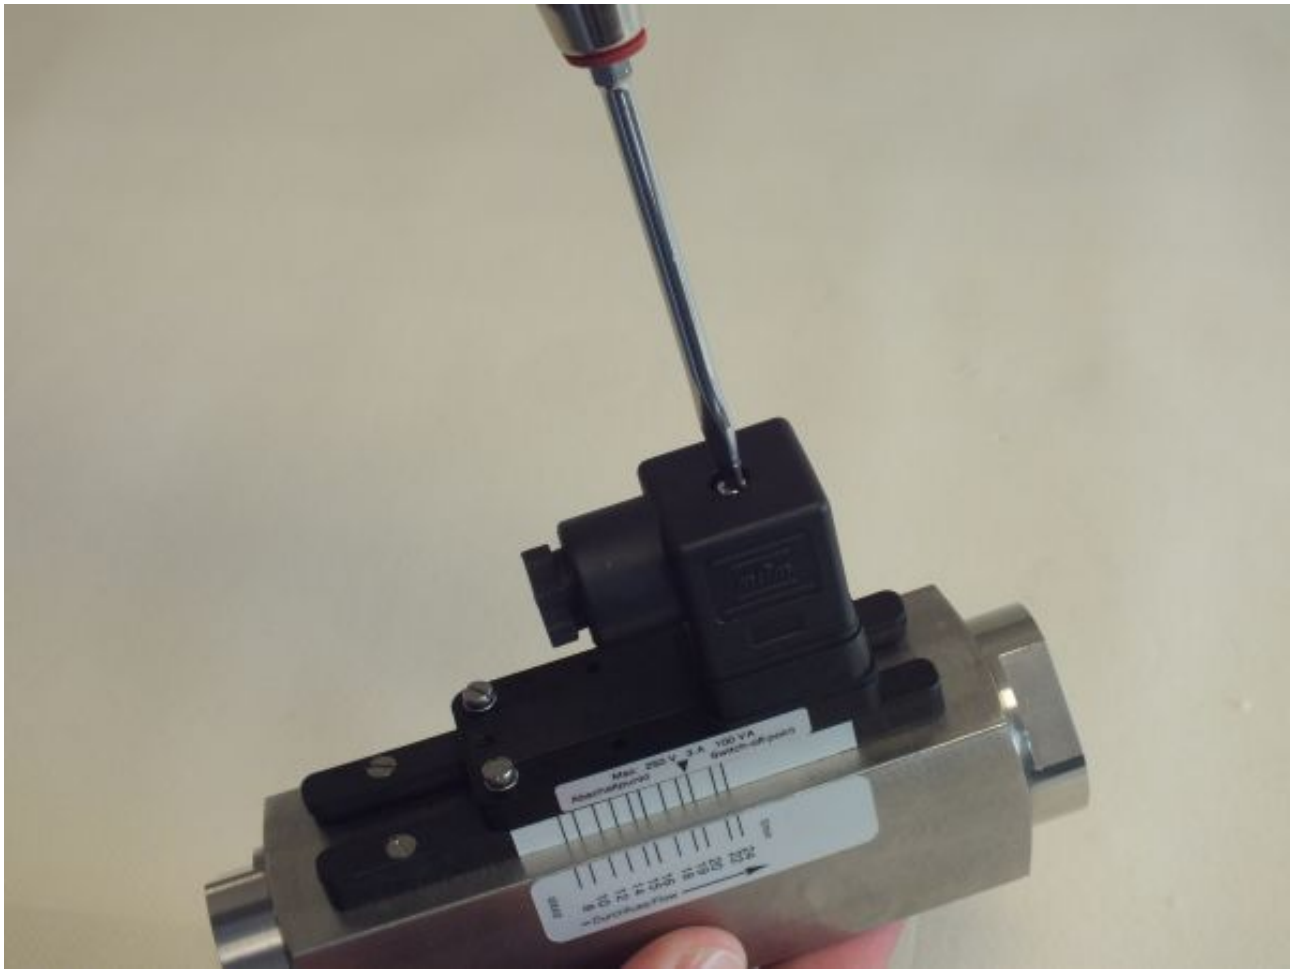

Fig. 63: Loosen female socket
1. Loosen the fixing screw of the female socket (*Fig. 63*) with a flat-bladed screwdriver.